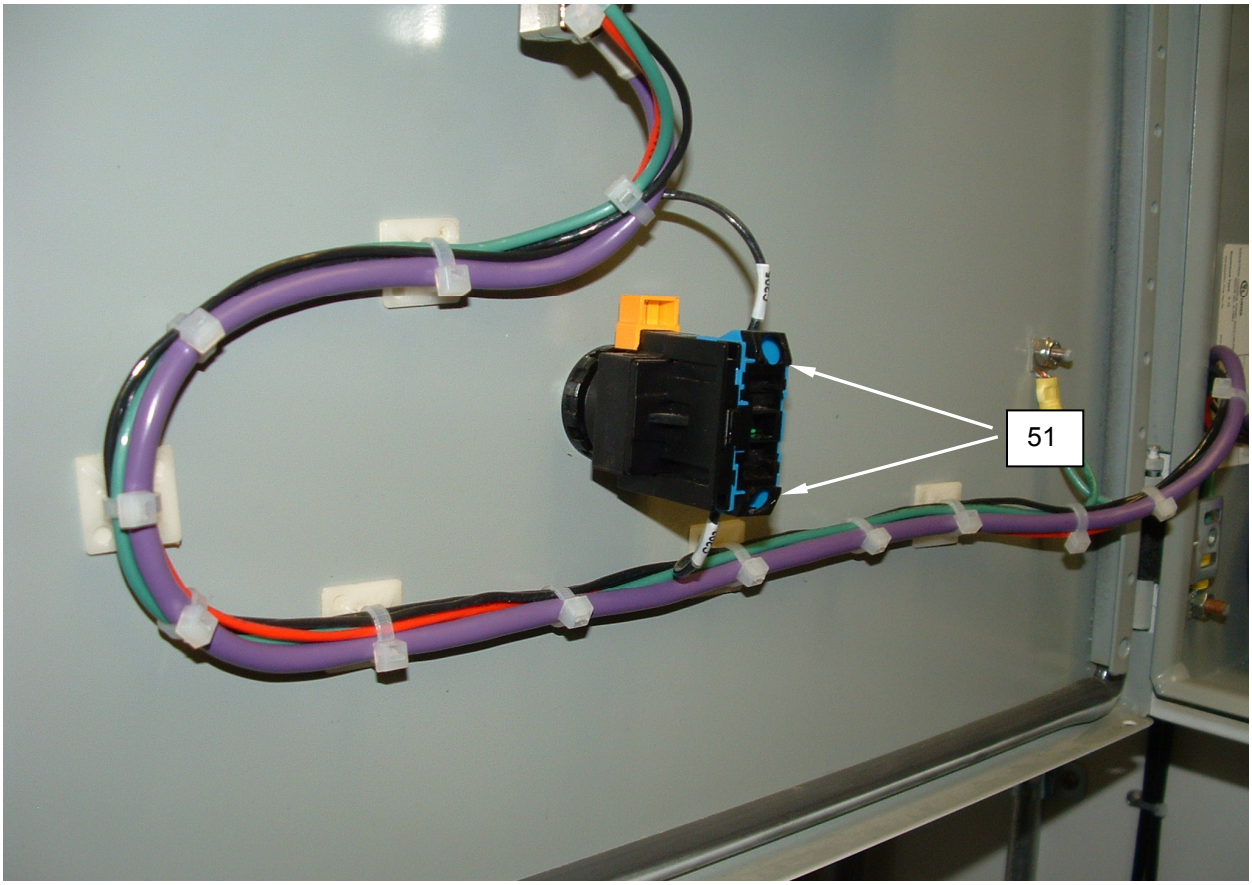

Figure 25. Test the Emergency Stop.
2. Tag and disconnect wiring from the two switch terminals **(Figure 25, Item 51)**.
3. Use an ohmmeter to test for continuity across the two switch terminals **(Figure 25, Item 51)**.
4. Connect wiring to the two switch terminals **(Figure 25, Item 51)** as tagged.